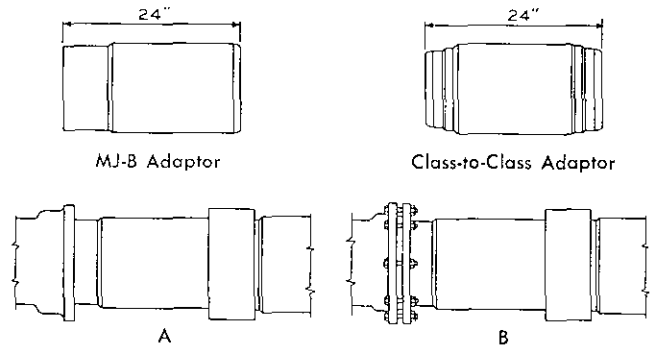

FIG. 55 — MJ-B Adaptor at —
1. MJ-B Adaptor—For connecting Transite to Mechanical Joint and Poured Bell Fittings. See Fig. 55. In ordering show size and class of pipe to be connected—as—MJ-B Adaptor—8"-150 (etc.).